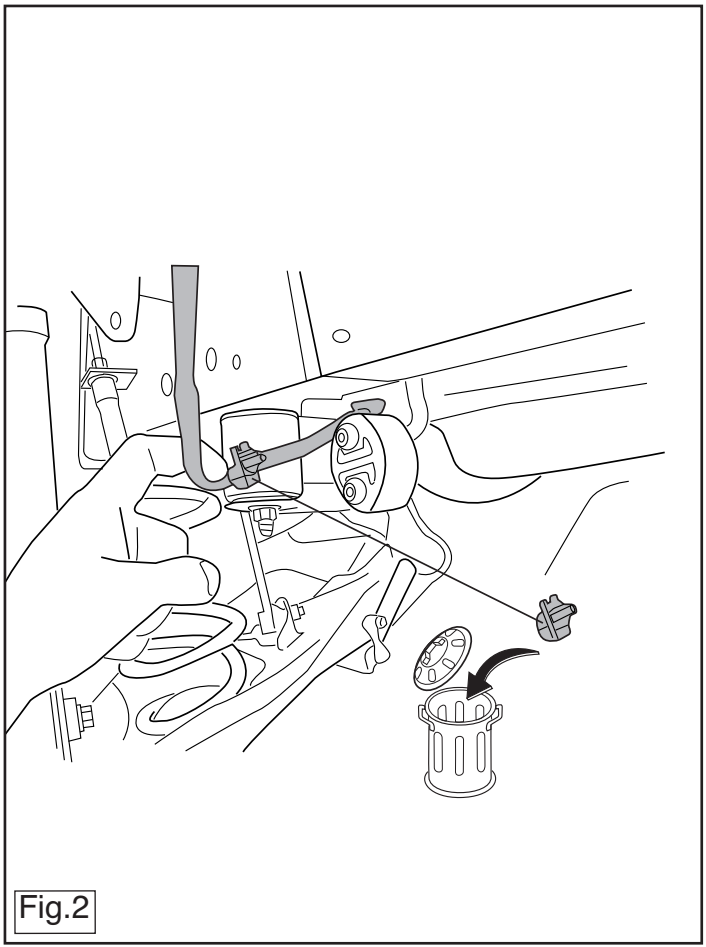

Fig.2
2. Подключение PDC ослабить. См. рисунок 2